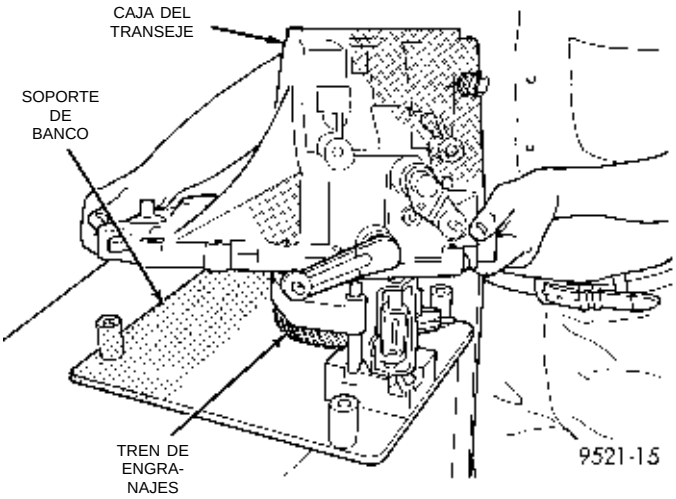
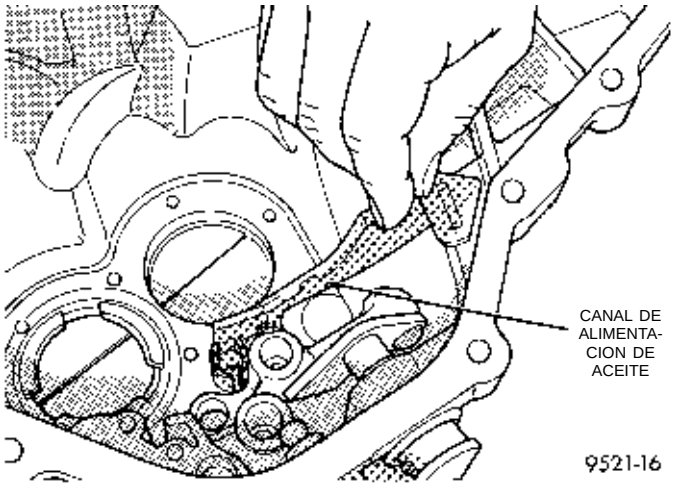

Fig. 47 Desmontaje de la caja del transeje
Fig. 48 Canal de alimentación de aceite
(16) Retire el transeje de la prensa.
(17) Retire cuidadosamente la caja del transeje de los conjuntos de ejes y el soporte de banco (Fig. 47). Asegúrese de que el canal de alimentación de aceite a los cojinetes de extremo no esté dañado (Fig. 48).